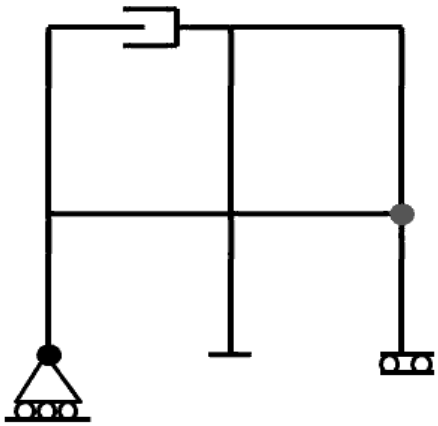

Fig No 1
A) Find Static and Kinematic Indeterminacy of the structure as shown in Fig No 1 **06**